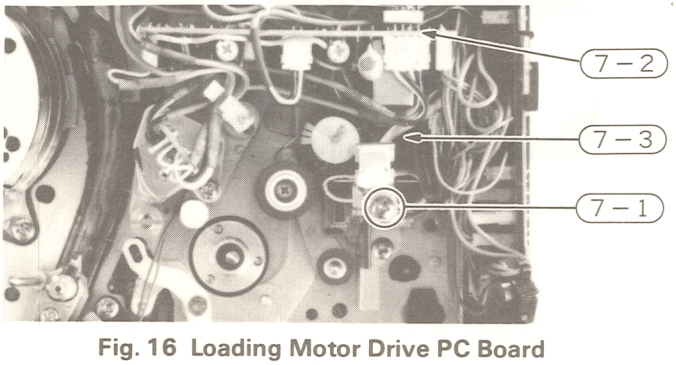

**Fig. 16 Loading Motor Drive PC Board**
**7. Loading motor drive PC Board (Fig. 16)**